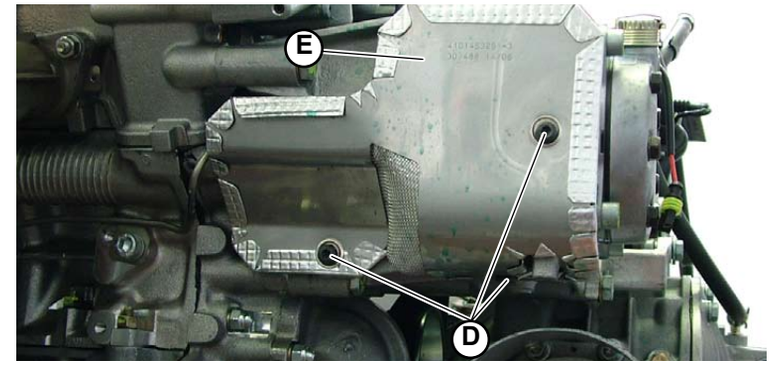

Fig.3
5. Remove the three screws (**D-Fig.3**) that secure the heat-proof screen (**E-Fig.3**) to the lower support.